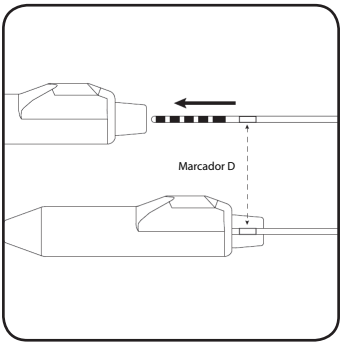

Figura 18. Inserte el electrodo completamente en el bloque del conector de la extensión percutánea.
4. Inserte el electrodo en el bloque del conector de extensión percutánea hasta que esté completamente asentado y el electrodo no se pueda insertar más. El marcador D del electrodo debe estar dentro del aliviador de tensión de la extensión percutánea (**Figura 18**). El manguito de retención del electrodo dentado debe colocarse debajo del tornillo de fijación de la extensión percutánea.